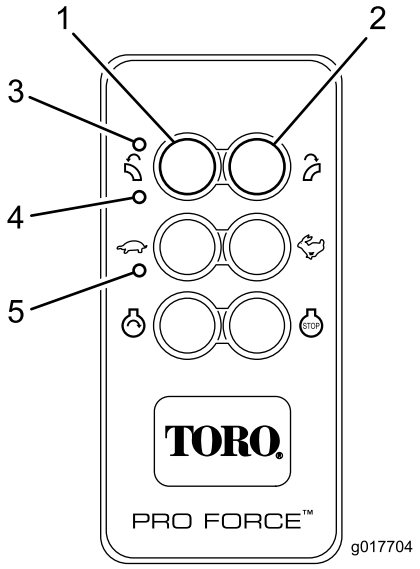

Figur 15
Fjernbetjeningen aktiveres (tændes), når der trykkes på en knap. Når lysdioderne TX og RX blinker, er fjernbetjeningen aktiv og kommunikerer med basisenheden. For at spare batteristrøm forbliver fjernbetjeningen aktiv i cirka tre (3) sekunder, før den automatisk lukker ned, medmindre en knap aktiveres inden for tidsgrænsen på tre sekunder. Når tiden udløber, og enheden lukker ned, stopper al aktivitet på kontroldioderne (Figur 15). Når der trykkes på en relevant knap, aktiveres fjernbetjeningen igen.